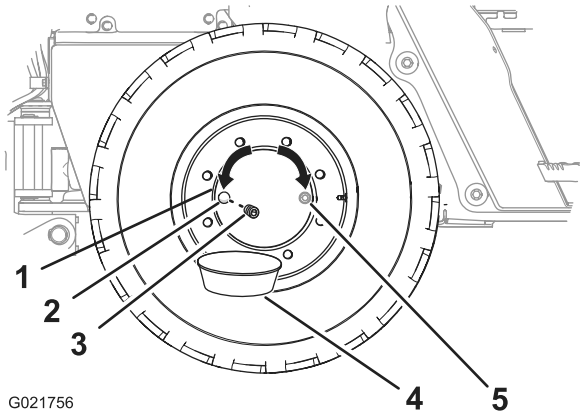

Figure 83
2. Faites avancer ou reculer la machine jusqu'à ce que le bouchon du moyeu de roue soit à la position 3 heures ou 9 heures (Figure 83).
4. Placez un bac de vidange sous l'orifice de vidange du moyeu de roue (Figure 83).
5. Retirez le bouchon du moyeu de roue (Figure 83).
6. Vérifiez que le niveau d'huile atteint le bas des filets de l'orifice d'huile (Figure 83).
8. Remettez le bouchon dans l'orifice d'huile du moyeu de roue (Figure 83).